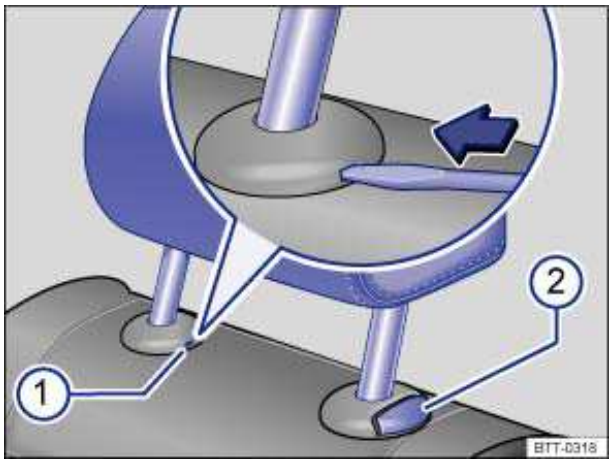

Fig. 43 Removing the rear head restraints.
- If necessary, press the flat blade of the screwdriver from the vehicle tool kit into the slit of the trim cap ⇒ fig. 43 (1) in the direction of the arrow and hold it in this position.
- At the same time press button (2) while a second person pulls out the head restraint completely.